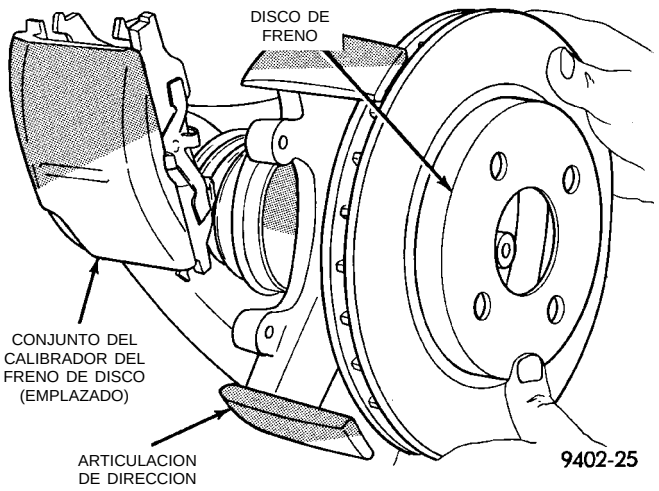

Fig. 8 Desmontaje del disco de freno delantero
(8) Retire el disco de freno de la maza delantera (Fig. 8).
(9) Retire la tuerca que fija el extremo externo de la barra de acoplamiento a la articulación de la dirección. **La tuerca debe retirarse del extremo de la barra de acoplamiento mediante el procedi-**